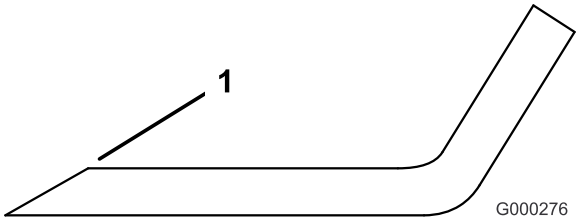

Figuur 83
3. Controleer de snijranden van alle messen. Als de snijranden niet scherp zijn of bramen vertonen, moeten ze worden geslepen. Gebruik een vijl om de bovenkant van het mes te slijpen en de oorspronkelijke snijhoek te behouden en te zorgen dat het mes scherp blijft (Figuur 83). Het mes zal in balans blijven als dezelfde hoeveelheid metaal aan beide snijranden wordt weggehaald.